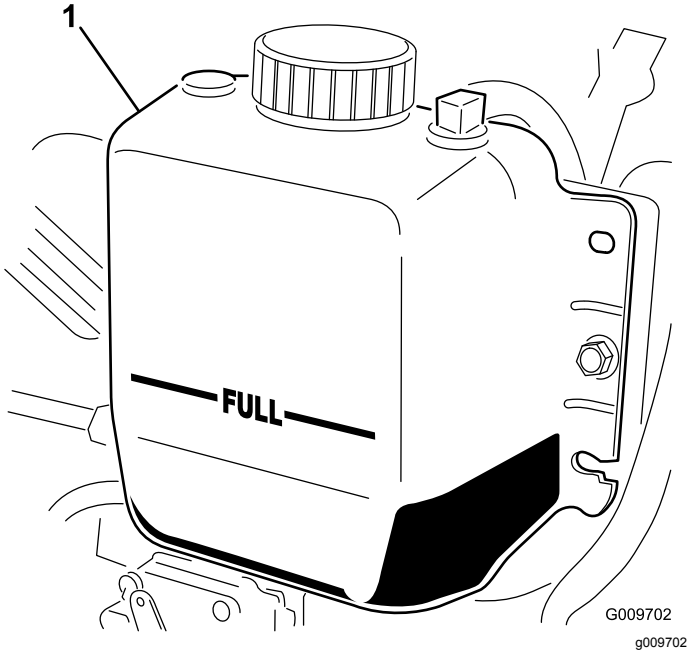

Figur 15
2. Kontroller kølervæskestanden i køleren. Køleren bør fyldes til toppen af påfyldningsstudsen, og ekspansionsbeholderen bør fyldes til mærket ”Full” (Figur 15).